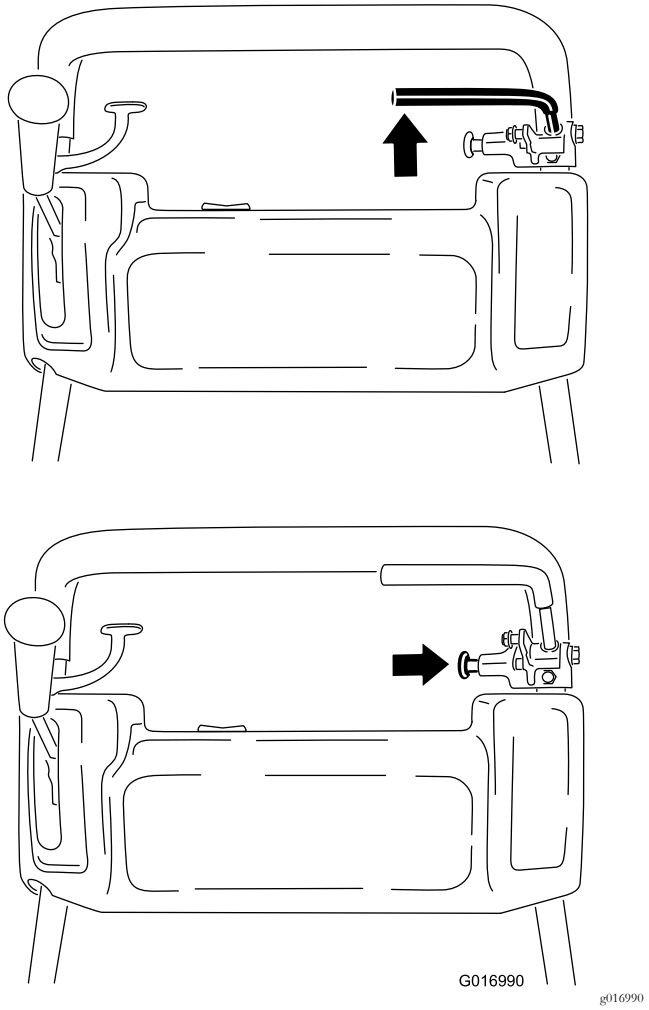

**Figur 31**
1. Indkobl driftsbremsen, og tryk på parkerings-bremseknappen, så driftsbremsen kan hvile på parkeringsbremsestiften (Figur 31).